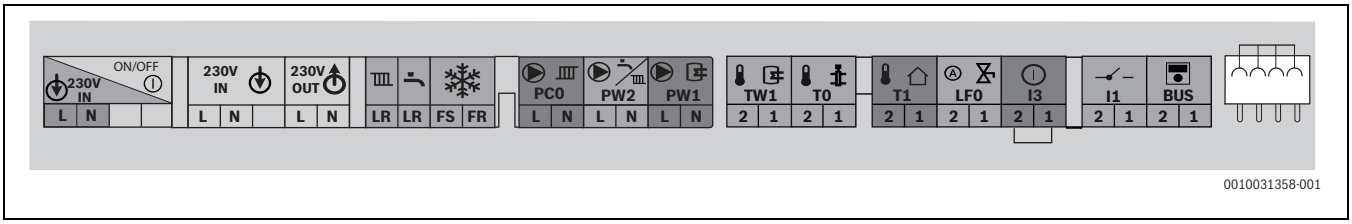

Fig. 33 Bornier pour accessoires externes
- ▶ Raccorder le câble au bornier des accessoires externes (→ fig. 33).